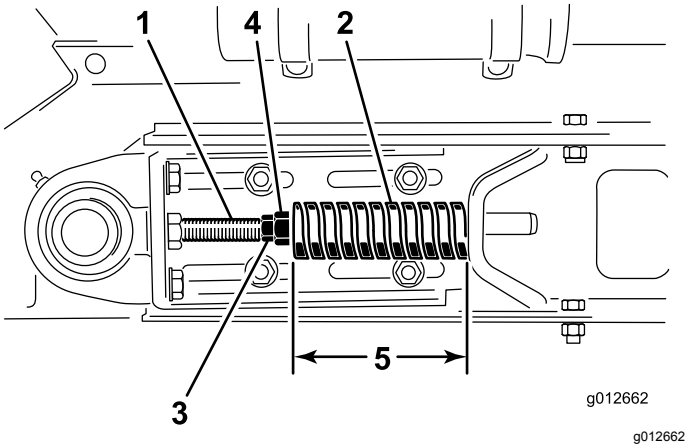

Figuur 20
3. Draai de achterste contramoer los (Figuur 20).